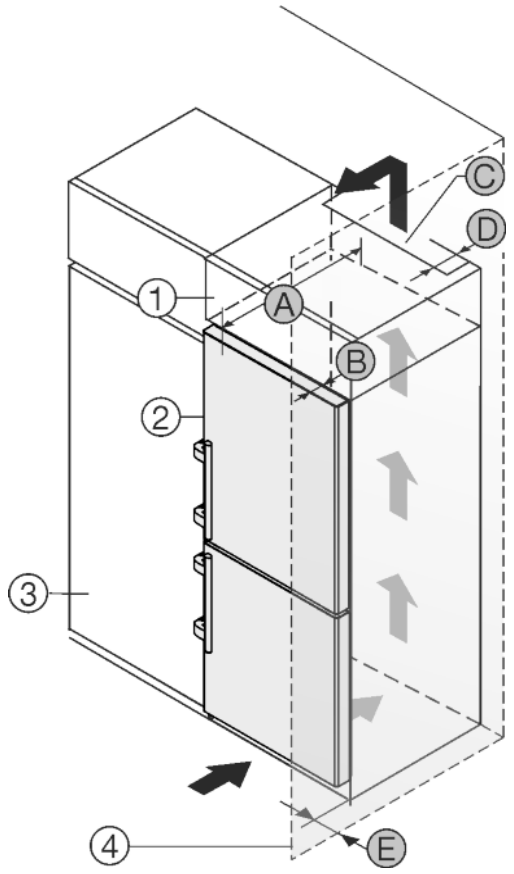

Fig. 27
Устройство может быть окружено кухонными шкафами. Чтобы уравнять устройство *Fig. 27 (2)* по высоте с кухонной стенкой, можно установить над устройством дополнительный шкафчик *Fig. 27 (1)*.
Установить устройство можно непосредственно рядом с кухонным шкафом *Fig. 27 (3)*. Чтобы можно было полностью открыть двери, устройство должно выступать на глубину *Fig. 27 (B)* относительно передней стенки кухонного шкафа. В зависимости от глубины кухонных шкафов и использования пристенных распорок устройство может выступать и больше.
- На задней стенке дополнительного шкафчика должен быть вентиляционный канал с глубиной *Fig. 27 (D)* по всей ширине этого шкафа.
- Нужно соблюдать вентиляционное отверстие *Fig. 27 (C)* под нижней панелью.
Если устройство установлено на шарнирах у стены *Fig. 27 (4)*, то нужно соблюдать расстояние *Fig. 27 (E)* между устройством и стеной. Настолько выступает ручка при открытой дверце.